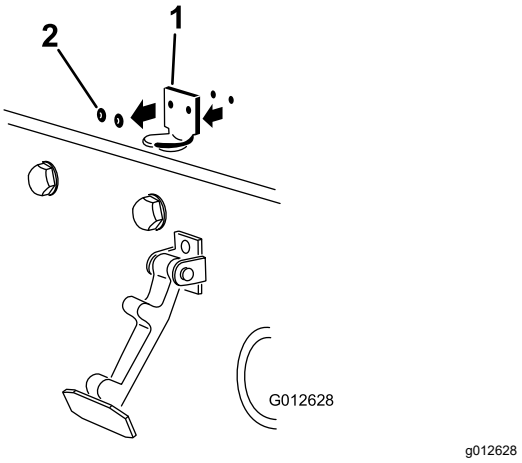

**Figuur 15**
2. Verwijder de (2) popnagels waarmee de beugel van de motorkapvergrendeling is bevestigd aan de motorkap (Figuur 15) en verwijder de vergrendelbeugel van de motorkap.